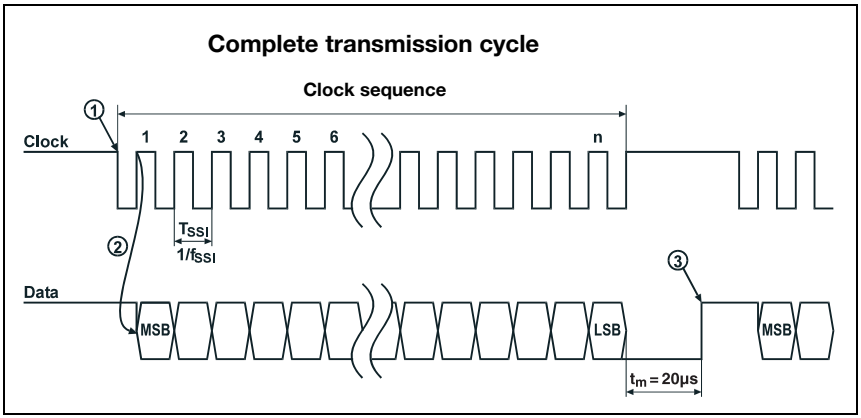

Figure 10.1: SSI data transmission sequence diagram
In the quiescent state both the clock line as well as the data line are at HIGH level. At the first HIGH-LOW edge (point ① in figure 10.1) the data in the internal register are stored. Thus it is ensured that the data cannot change during serial transmission.
When the next clock signal change from LOW to HIGH level (point ② in figure 10.1) occurs transmission of the position value begins with the most significant bit (MSB). With each successive change of the clock signal from LOW to HIGH level the next least-significant bit is transmitted on the data line. After the least significant bit (LSB) has been output, the clock signal switches from LOW to HIGH for one last time and the data line switches to LOW level (end of transmission).
A monoflop retriggered by the clock signal determines the time span before the SSI interface can be called for the next transmission. This results in the minimum pause time between two successive clock cycles. If time tm = 20µs has elapsed, the data line is returned to the quiescent level (HIGH) (point ③ in figure 10.1). This signals completed data communication and that the device is again ready for transmission.